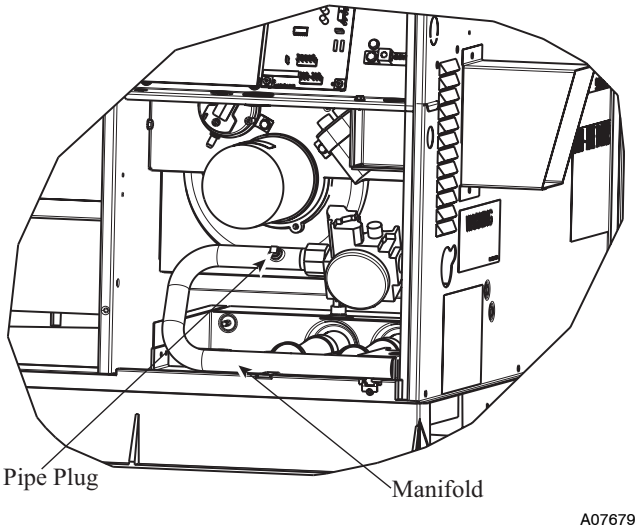

Fig. 11 - Burner Assembly
2. Remove pipe plug on manifold (See Fig. 11) and connect manometer. Turn on gas supply to unit.